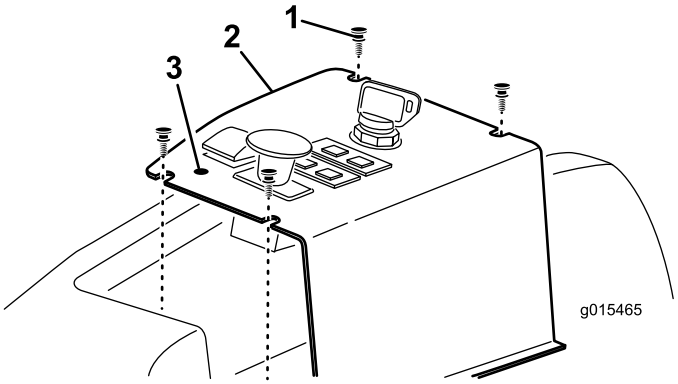

Figur 13
1. Finn og lag hull i kontrollpanelmerket foran løftebryteren for å vise monteringshullene for løftelåsspaken (Figur 13).
2. Ta ut de fire skruene som fester kontrollpanelet til maskinen (Figur 13).